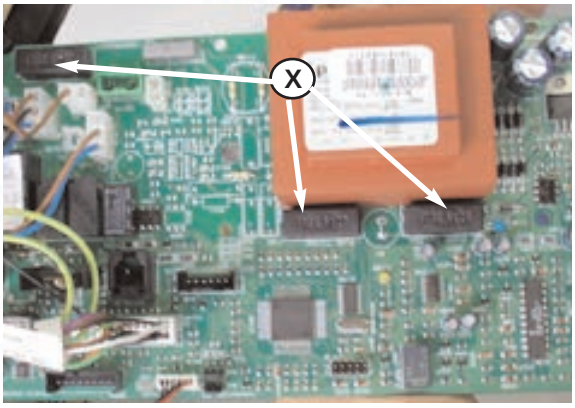

Fig. 99
2. Remove the fuses "**X**" *(see Fig. 99)*